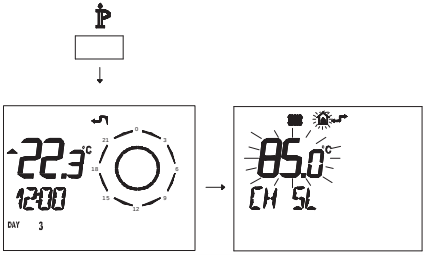

Fig. 7.21
- Press button IP for more than 3 seconds to enter in INFO (Fig. 7.21) mode.